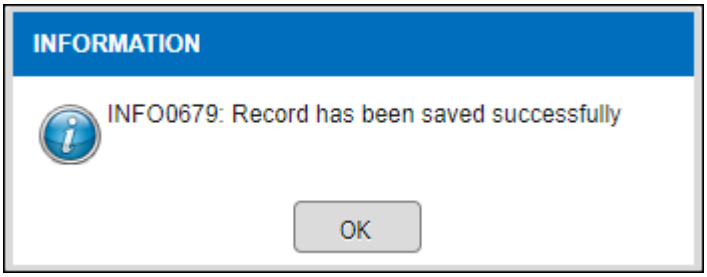

Figure 3.10-7 Alert Message
- *Click on the* OK *button to updated data as shown in Figure 3.10-7.*